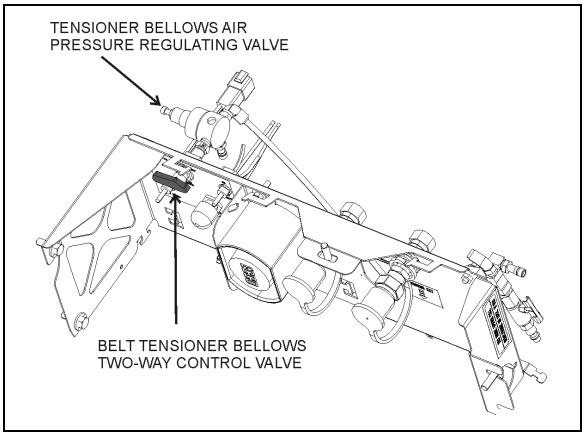

**FIGURE 39: BELT TENSIONER CONTROL VALVE - H3 SERIES** 12219
2. For vehicles equipped with a 3rd alternator, belt tensioning is also applied through air bellows (Figure 37). Turn the belt tensioner two-way control valve counterclockwise to release bellows pressure (Figure 39).
For H3 series vehicles equipped with a 3rd alternator, (Figure 37) belt tensioning is also applied through air bellows which is adjusted by an air pressure regulating valve pressure (Figure 39). The correct pressure of 45 psi is set at the factory. Periodically verify the pressure at the regulating valve using a pressure gauge and correct if required.
Belt tensioning is applied through air bellows which are adjusted by an air pressure regulating valve (Figure 39). The correct pressure of 45 psi.is set at the factory. Periodically verify the pressure at the regulating valve using a pressure gauge and correct if necessary.